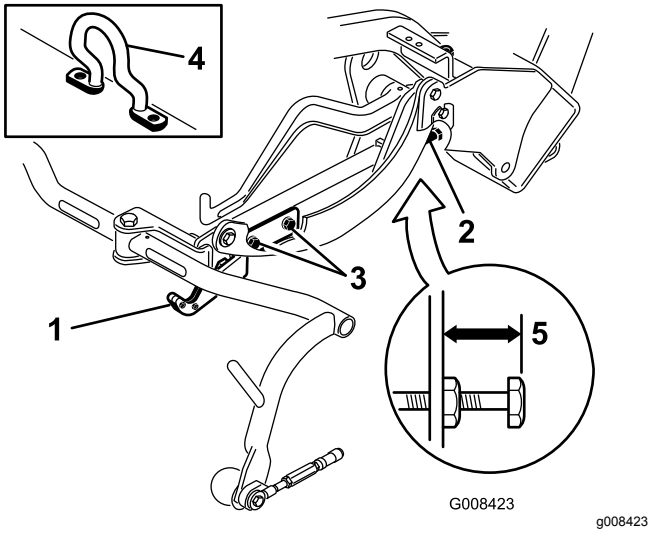
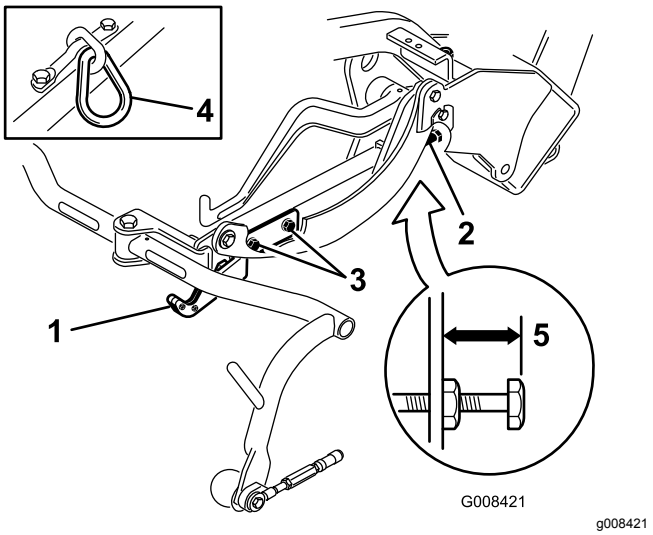
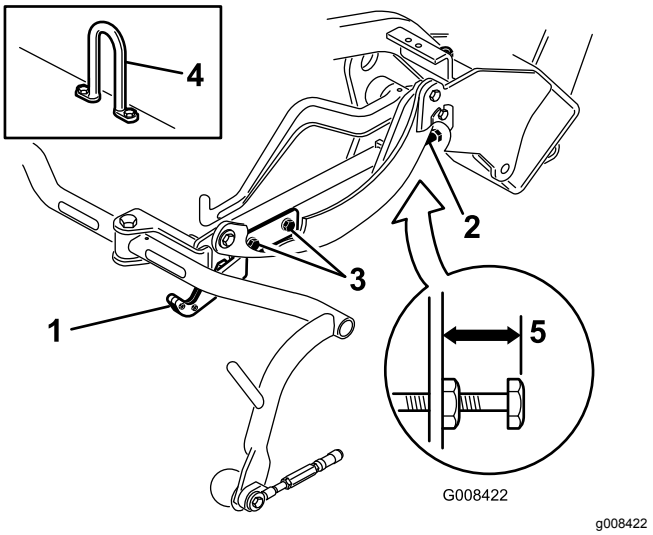

**Figur 13**
**Figur 14**
**Figur 15**
Kontrollera transporthöjden (Figur 14 och Figur 15) och justera den vid behov.
2. På klippenheter som är utrustade med böjd lyftkrok (Figur 13, infällning) ska du kontrollera att avståndet från ovansidan av bärramsjusteringsskruven till baksidan av bärramen är 25 mm. Gå vidare till steg 4 om avståndet inte är 25 mm.
3. På klippenheter som är utrustade med kedjelänk eller rak lyftkrok (Figur 14 och Figur 15, infällningar) ska du kontrollera att avståndet från ovansidan av bärramsjusteringsskruven till baksidan av bärramen är 22 mm. Gå vidare till steg 4 om avståndet inte är 22 mm. Gå vidare till nästa steg om klippenheten är utrustad med böjd lyftlänk (Figur 13).
4. Lossa på den främre transportplattans monteringsskruvar (Figur 14, Figur 15 och Figur 13).
7. Lossa på kontramuttern på bärramsjusterings-skruven om bärramarna inte befinner sig på samma höjd (Figur 13, Figur 14 och Figur 15). Rotera skruven utåt för att höja, och inåt för att sänka. Dra åt kontramuttern när du uppnått rätt höjd.